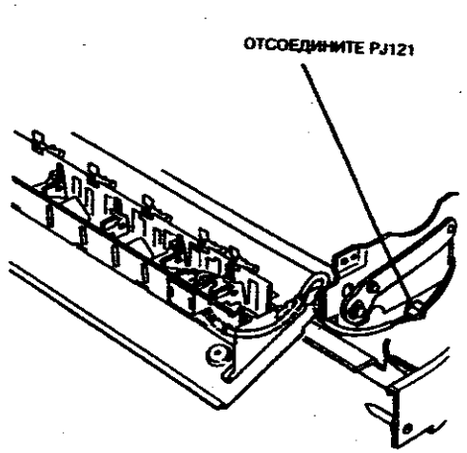

**Рисунок 2. Отсоединение датчика**
4. (Рисунок 2) Отсоедините PJ121 и вытащите провод датчика вывода через зажим жгута.